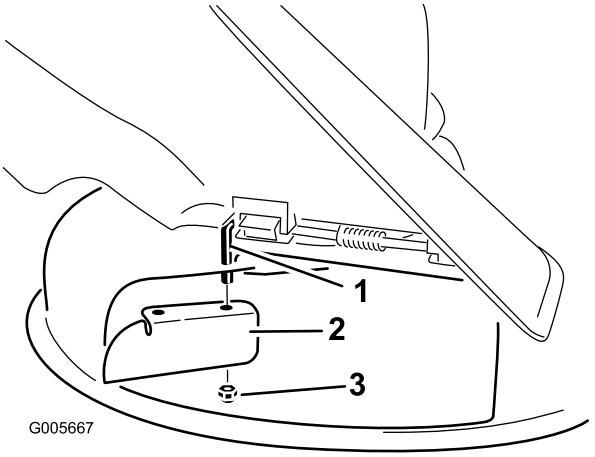

Figur 29
6. Montera kantskärmen på den synliga vridbara stången (Figur 29). Använd den befintliga låga muttern (3/8 tum) för att fästa skärmen på gräsklipparen.